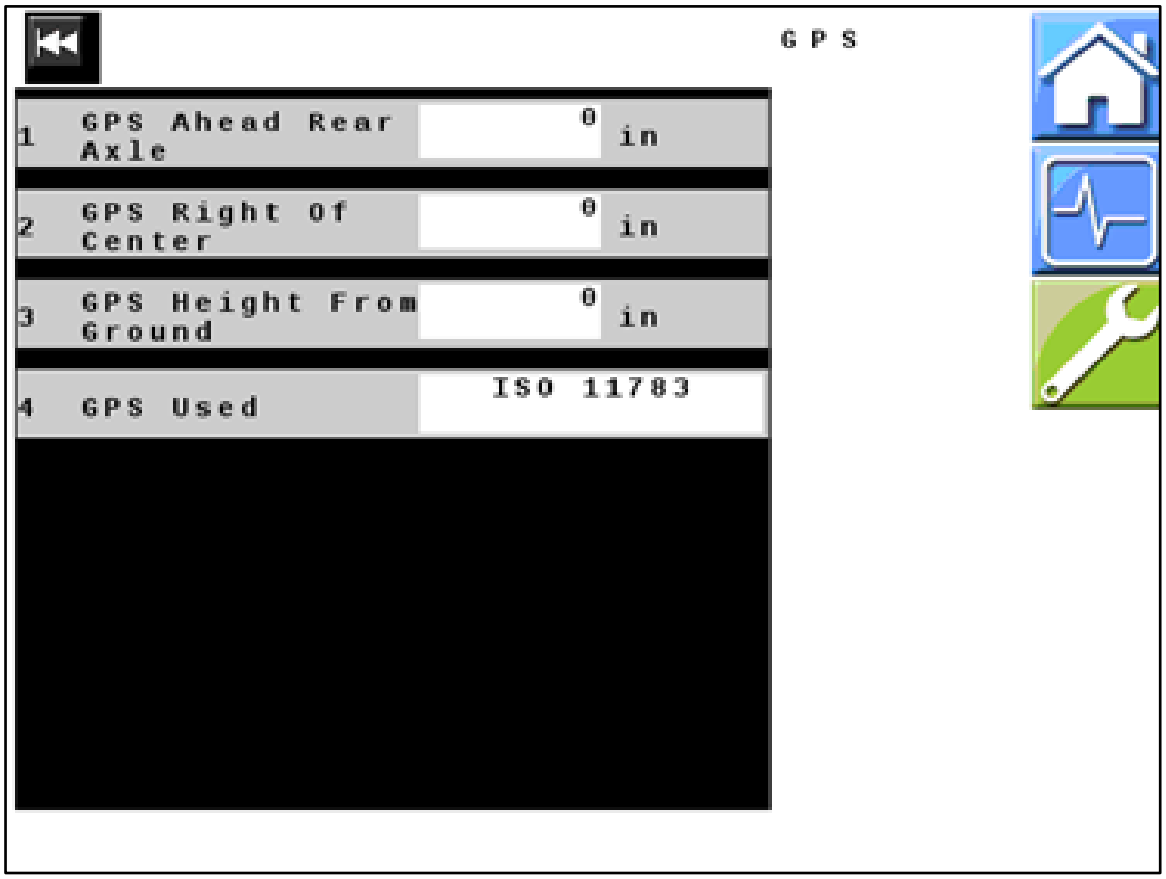

Figure 26 — GPS
48. *Figure 26:* Select the type of GPS from the list of available options. Not all of the options listed here may show on your system. Only the types available for your system will show on your list.